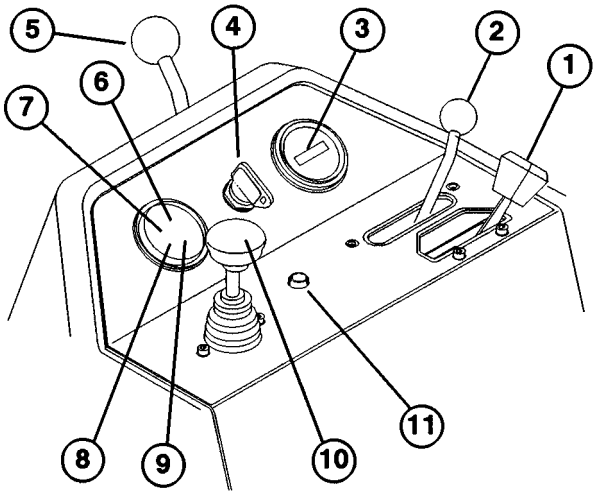

Figure 10
Throttle Control (Fig. 10)—The throttle controls the speed of the engine. Moving the Throttle Control toward the "FAST" position increases engine RPM; moving the throttle Control toward "SLOW" will decrease engine rpm.
Functional Control Lever (Fig. 10)—Provides two (2) traction selections, plus a "NEUTRAL" position. It is permissible to shift from mow to transport or from transport to mow (not to neutral) while the Greensmaster 3200-D is in motion. No damage will result.
Hour Meter (Fig. 10)—Indicates the total hours of machine operation. The hour meter starts to function whenever the key switch is turned to "ON".
Ignition Switch (Fig. 10)—Insert the key into the switch, turn it clockwise as far as possible to the "START" position to start the engine. Release the key as soon as the engine starts; the key will move to the "ON" position. Turn the key counter-clockwise to "OFF" position to stop the engine.
Steering Arm Locking Lever (Fig. 10)—Rotate the lever rearward to loosen adjustment, raise or lower the steering arm for operator comfort, then, rotate the lever
Water Temperature Light (Fig. 10)—This light glows and the engine automatically shuts-down when the engine coolant temperature gets too high.
High-Temperature Override Button (Fig. 10)—If the engine kills due to an over heat condition, press the override button in and hold it there until the machine can be moved to a safe location and allowed to cool down.
Glow Plug Indicator Light (Fig. 10)—When lit, this light indicates the glow plugs are on.
Battery Warning Light (Fig. 10)—Light glows if the battery charge is low.
Oil Pressure Light (Fig. 10)—Light glows if the engine oil pressure drops below a safe level.
Raise/Lower/Mow Control (Fig. 10)—Moving this control forward during operation lowers the cutting units and starts the reels. Pull back on the control to stop the reels and raise the cutting units. During operation, the reels can be stopped by pulling back on the control momentarily, then releasing it. Restart the reels by moving the control forward.